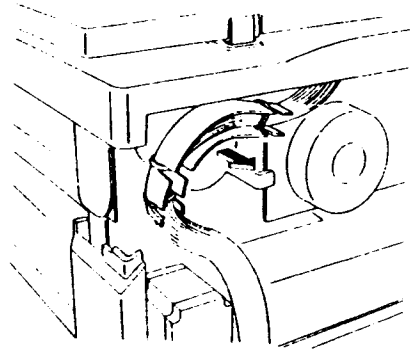

Рис. 1 NZM-0053
3. (Рис. 1): Вытяните связанные в жгут провода.